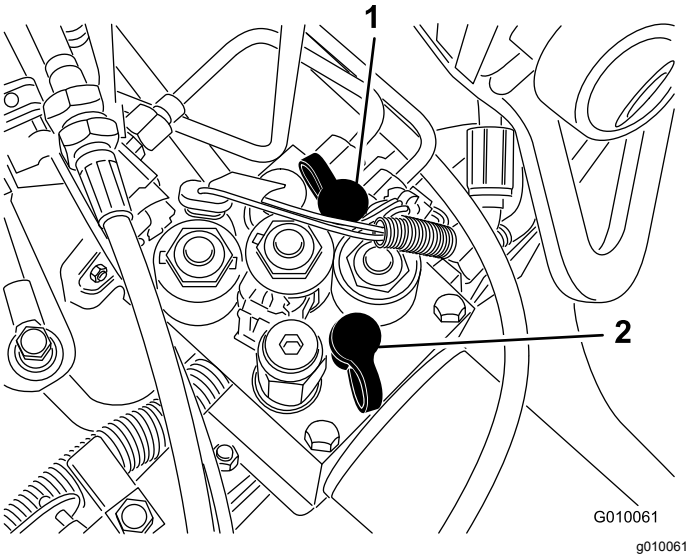

Figuur 64
- Testpoort G 2 (Figuur 64) wordt gebruikt om problemen met het laadcircuit van de tractie te verhelpen.
- Testpoort G 1 (Figuur 64) wordt gebruikt om problemen met de druk in het hefcircuit te verhelpen.